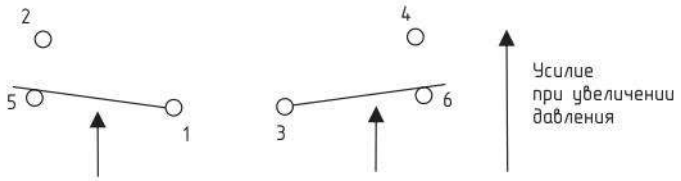

Рисунок 2 – Диаграмма срабатывания реле давления РДф-2
1.3.3.2 При снижении давления и достижении предела Руст.–Рдиф. происходит переключение однополюсного механического контакта, контакты 1 и 2 и/или контакты 3 и 4 размыкаются, а контакты 1 и 5 и/или контакты 3 и 6 – замыкаются (смотри рисунок 2).